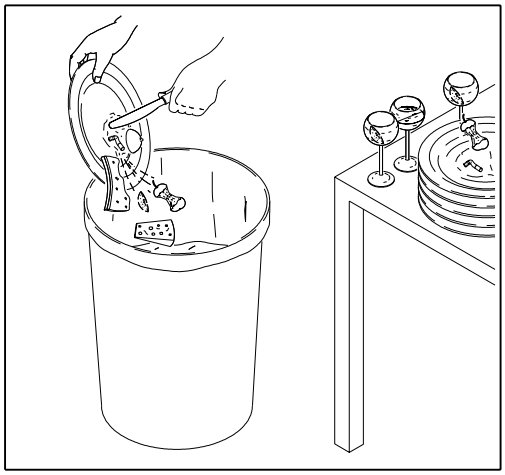

Рис. 13
- *перед укладкой посуды в корзину удалите из неё остатки пищи (рис. 13)*